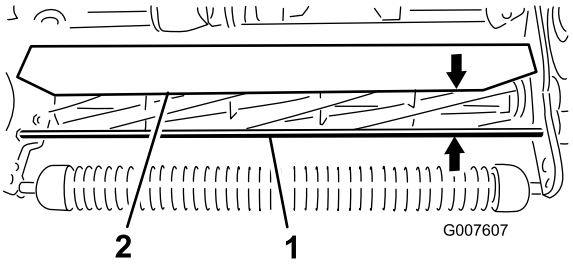

Figur 51
1. Mål avstanden fra toppen av den fremre støttestangen til den fremre kanten på skyddet, i hver ende av klippeenheten (Figur 51).